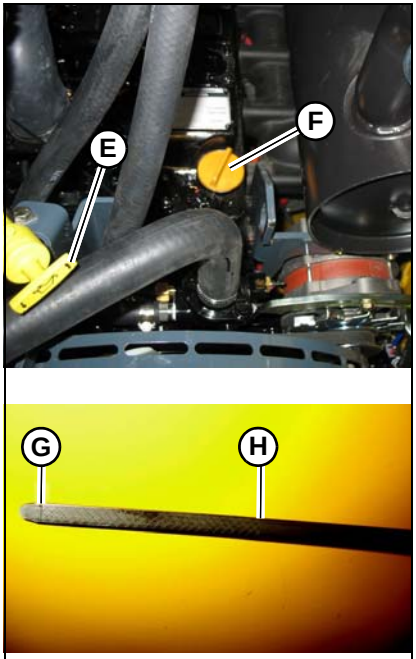

Figure 93 – Engine Oil Dipstick and Fill Cap
5. Twist engine oil dipstick (E, Figure 93) counterclockwise to unlatch it. Remove the dipstick from the engine.
7. Remove the dipstick again. The oil level should be within the "Add" (G) and "Full" (H) markings.
a. Clean the area around the oil fill cap (F) with a clean cloth.
b. Remove fill cap (F).
d. Replace and tighten fill cap (F).
10. Clean the area around oil fill cap (E, Figure 93). Remove oil fill cap (E) and add the recommended type and amount of oil. See “Fluid Capacities/Lubricants” on page 183. Replace and tighten oil fill cap (E) after the oil is added.
12. Check the oil level. Add oil if necessary until the oil level is at the “Full” mark (H, Figure 93) on the dipstick.